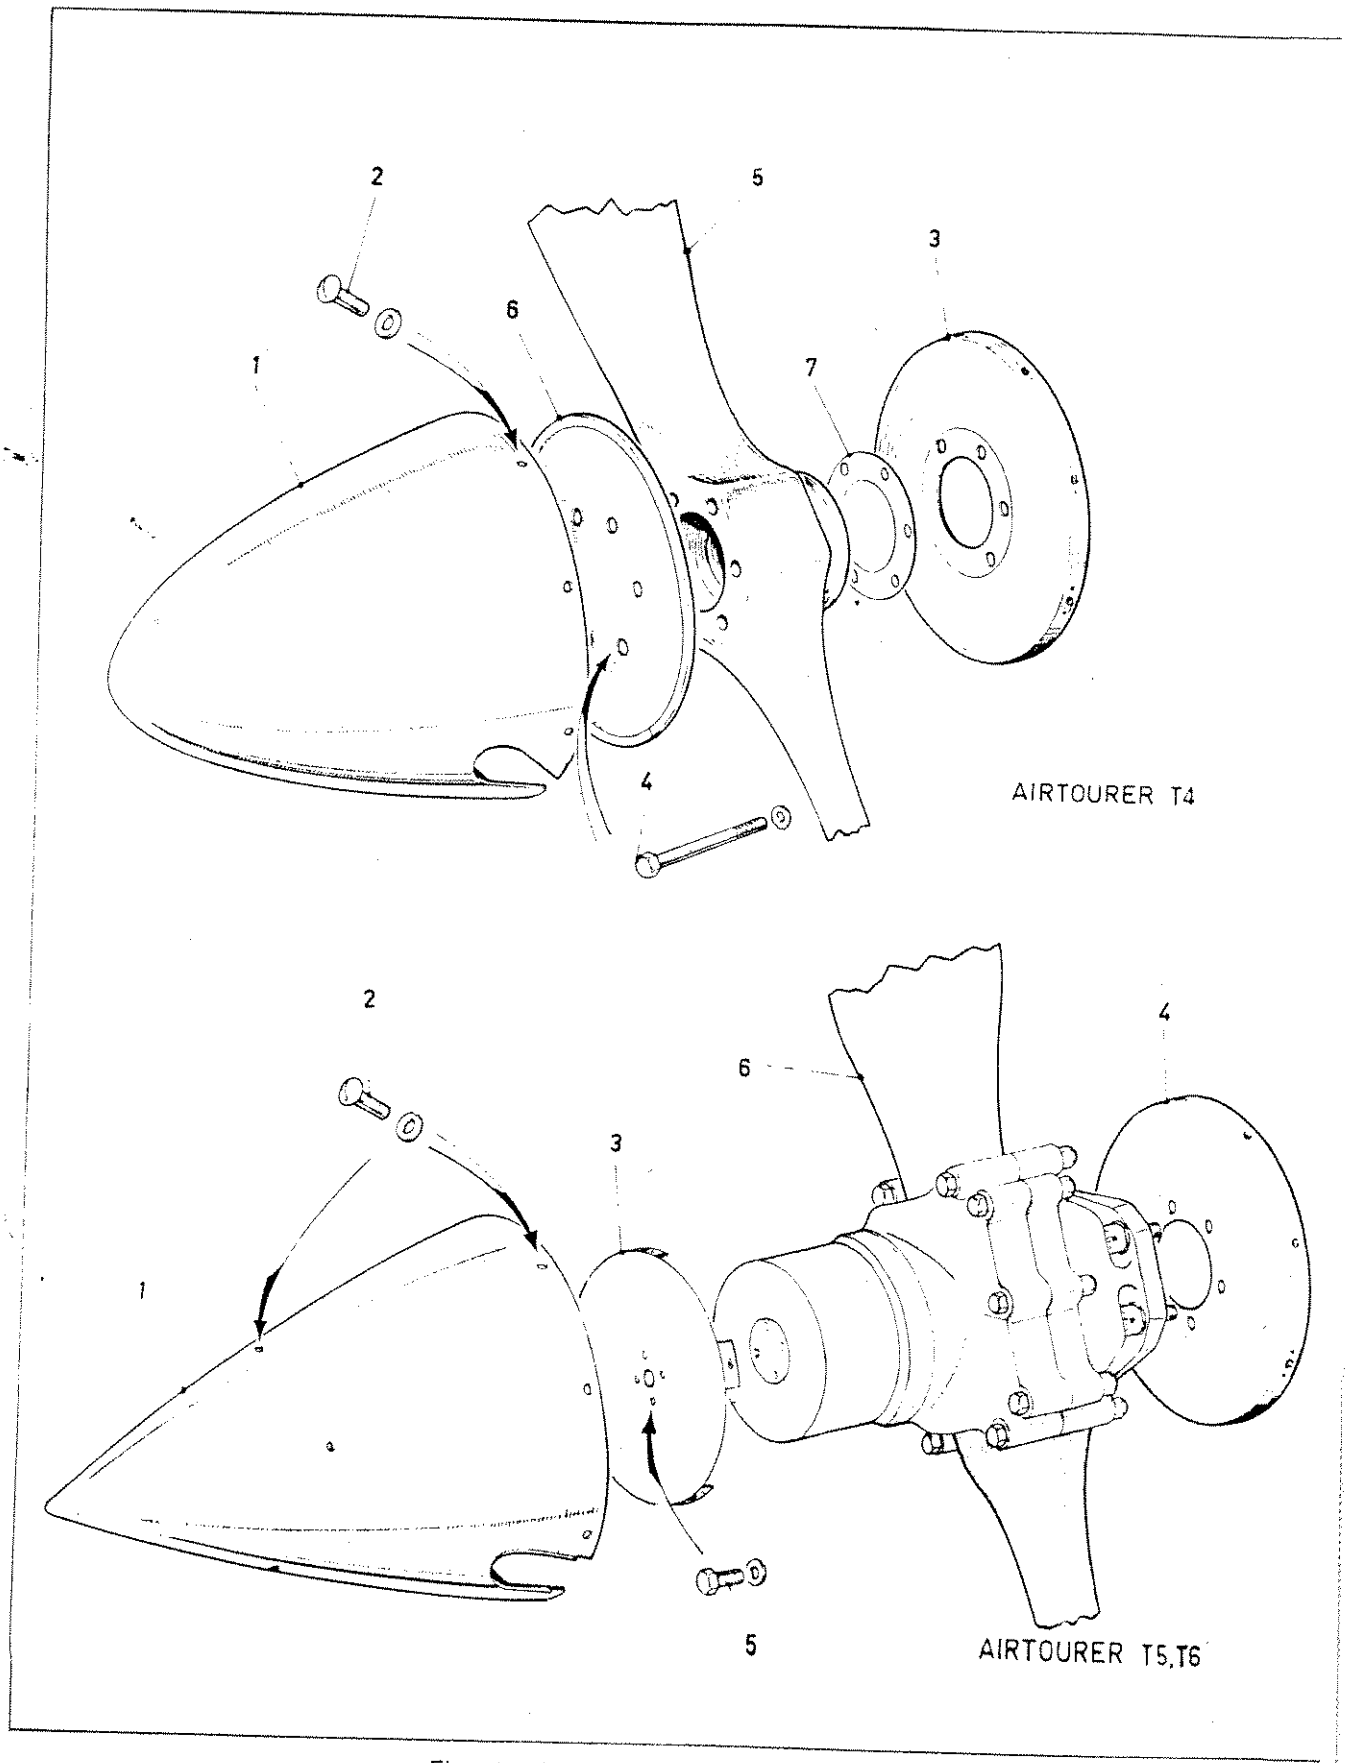

Fig. 8 Installation Spinner & Propeller
2. PROPELLER REMOVAL (Fig. 8)
5. PROPELLER REMOVAL (Fig. 8)